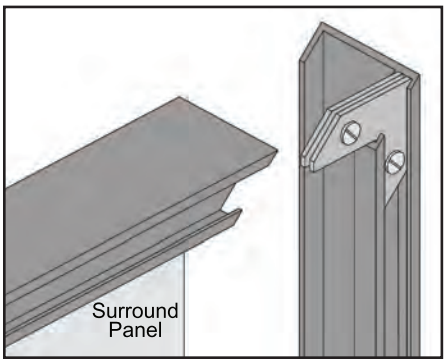
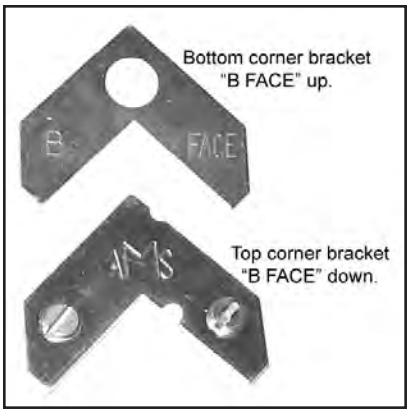

Figure 16: Corner brackets for trim.
Figure 17: Two pieces of corner bracket.
a) Attach one side trim to the top trim using a corner bracket (see Figure 16) to secure pieces together. There are two (2) main pieces to each corner bracket (see Figure 17). When installing the corner pieces into the trim the "B FACE" sides must face each other and the screw heads are to face out. With the bracket in place and the top and a side trim snug together use a flat head screwdriver to turn the two (2) screws in the bracket in to tighten it into the trim.